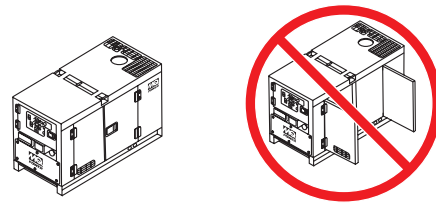

Figure 41. Engine Enclosure Doors
6. Close all engine enclosure doors (Figure 41).